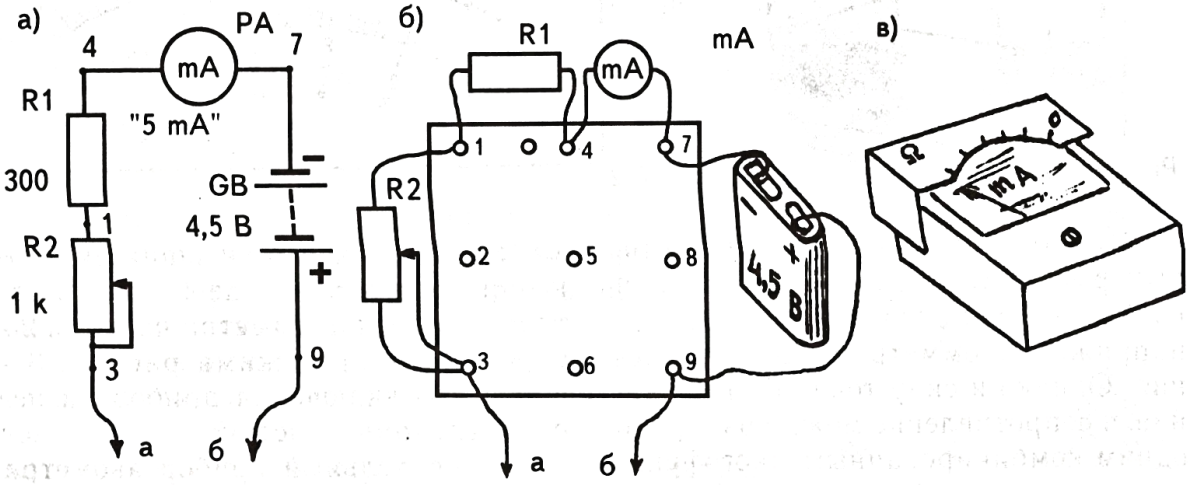

Рис. 8-4-5
1. Соберите электрическую цепь омметра по рис. 8-4-5, а и б. Лабораторный миллиамперметр включите в предел измерения "5 мА".
2. На защитное стекло прибора наложите вырезанную из бумаги заготовку новой шкалы; сделайте ее такой, чтобы сверху виднелся конец стрелки (рис. 8-4-5, в).